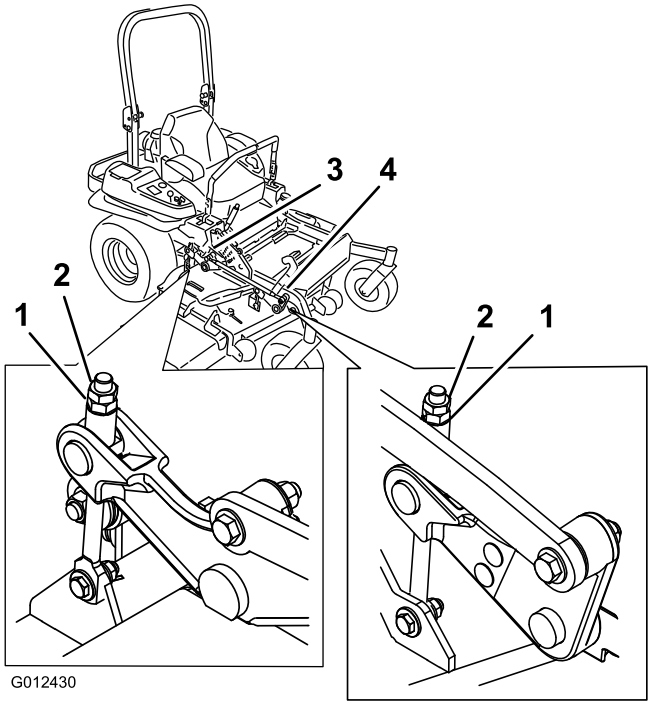

Figura 86
10. Gire la tuerca de ajuste del conjunto de elevación de la carcasa delantera para modificar la altura (Figura 86).
16. Gire la tuerca de ajuste del conjunto de elevación de la carcasa delantera para modificar la altura (Figura 86).